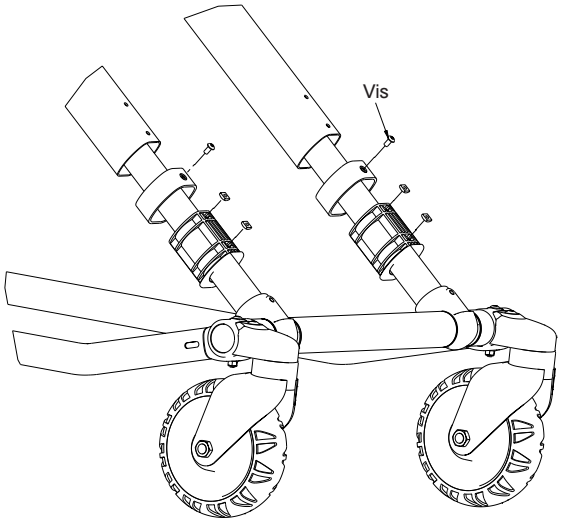

Figure 64
10. Retirer le tube interne et conserver les garnitures pour les réutiliser sur le nouveau tube (consulter la Figure 64).
7. À l'aide d'un tournevis T25 Torx, retirer les deux vis qui fixent le roulement du tube (consulter la Figure 64 à la page 61).